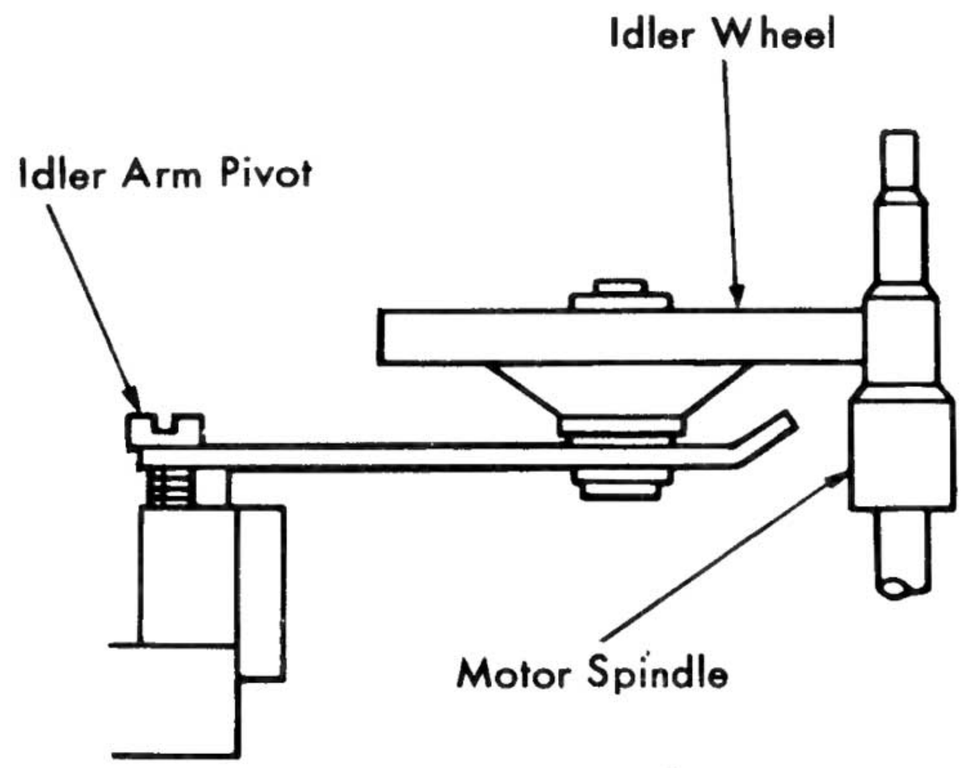

Fig. 25 PICKUP ARM ADJUSTMENT
3. Using screwdriver slot provided in Idler Arm Pivot adjust the height of the Idler Wheel until it is just below the second shoulder of the Motor Spindle as shown in Fig. 25. The Idler Arm Pivot (Ref. No. 128) is turned clockwise to lower the Idler Wheel and counter-clockwise to raise it.